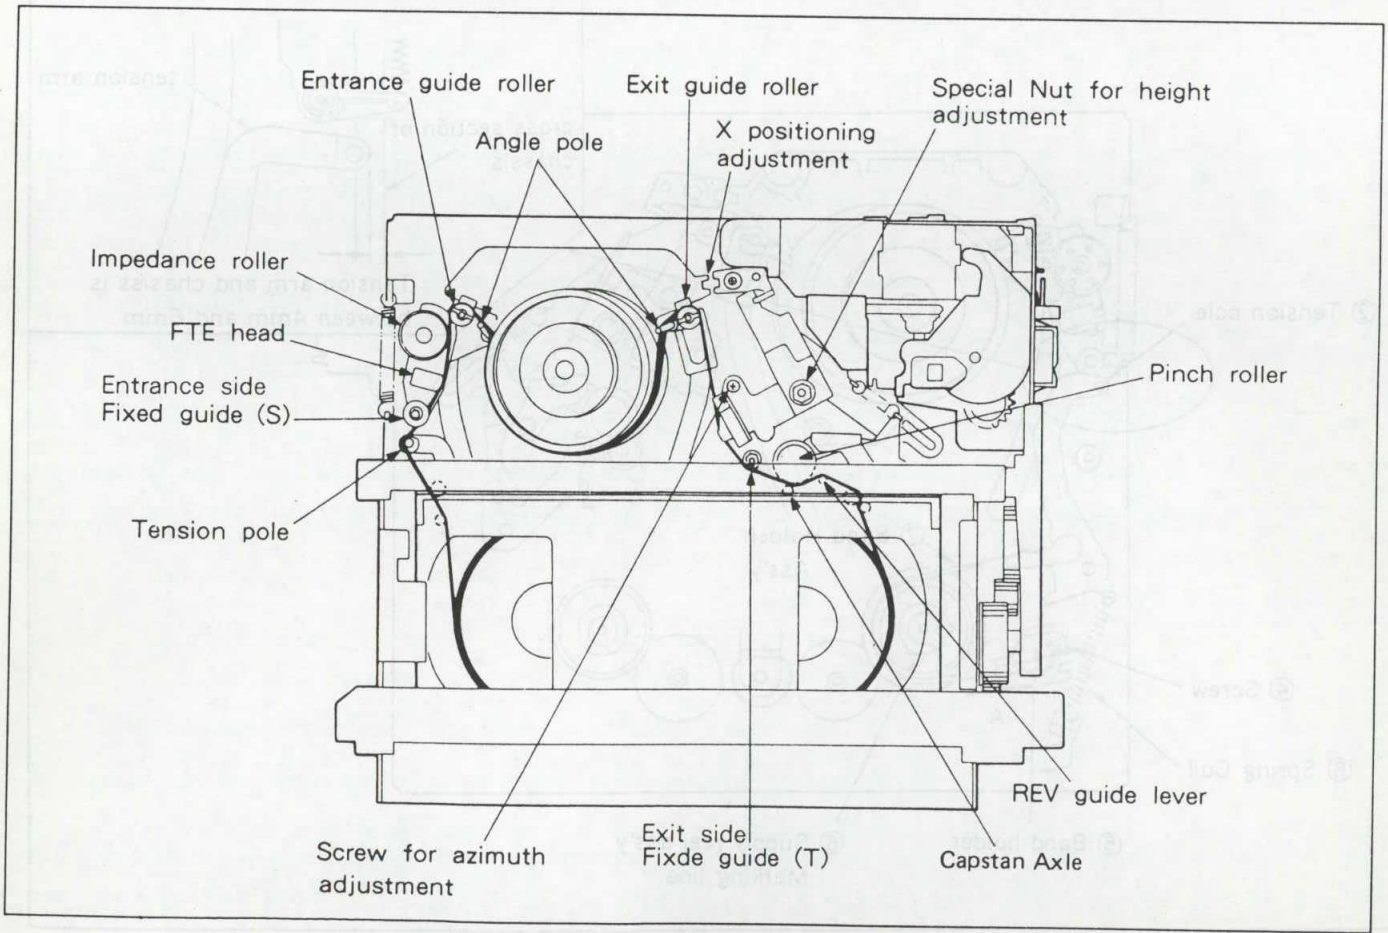

Fig. 6-4-1. Preparation for Adjustment
The tape path mechanism is precisely adjusted at the factory. Normally no readjustment is required, but checking and/or adjustment is necessary when parts of the tape path mechanism among those shown in the figure below (See Fig. 6-4-1.) have been removed or replaced after a long period of use.
(1) Clean the tape transport surfaces (See Fig. 6-4-1.).
(2) Connect the oscilloscope. Connect the channel 1 probe to the envelope waveform test point, and the channel 2 probe to the SW30 (RF SW P) test point. During adjustment, apply a trigger to the low side of the SW30 (RF SW P) in order to monitor the waveform output from channel 1 of the video head.